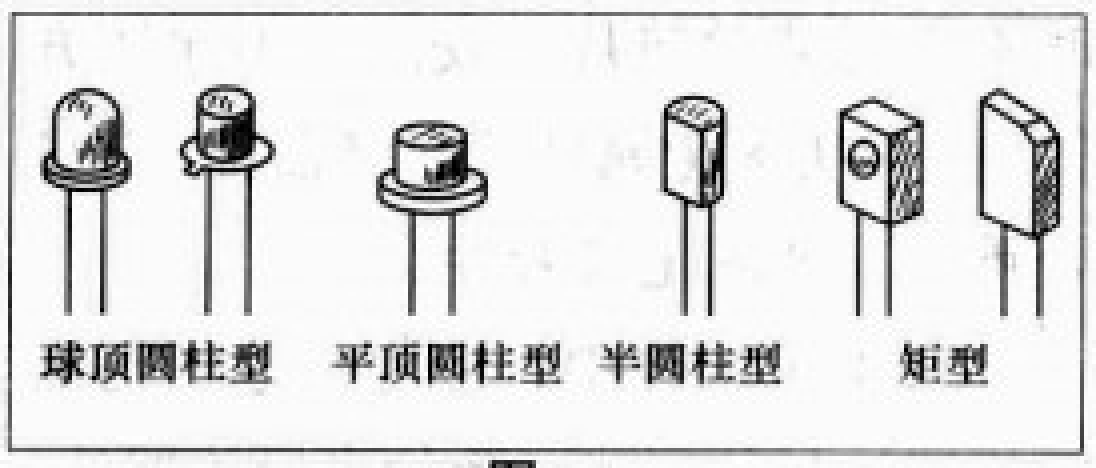

图18
2.从封装形状上看，光敏二极管和光敏三极管的封装形状主要有球顶圆柱型、平顶圆柱型、半圆柱型和矩型等，如图18所示。